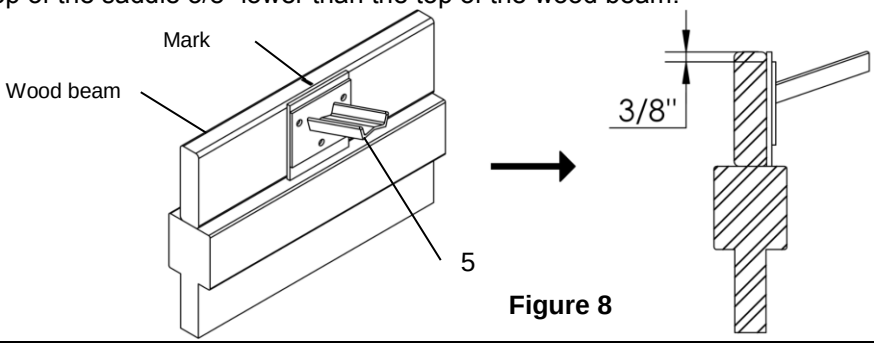

Figure 8
7. **Figure 8.** Align the center of the cross-bow saddle with the mark previously made by hand and position the top of the saddle 3/8” lower than the top of the wood beam.